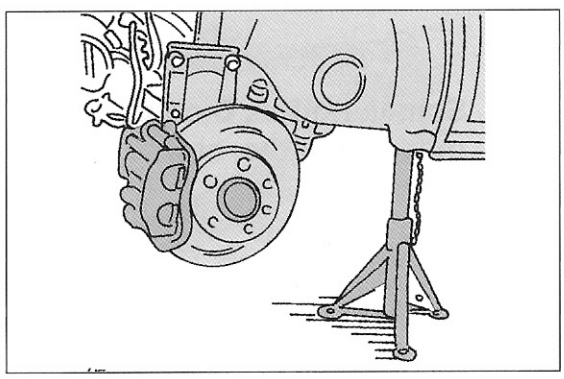

Bild 16
- Unterstellböcke werden an der Vorderseite unter die gleichen Stellen wie der Wagenheber untergesetzt. Um dies erfolgreich zu bewerkstelligen, muss man den Wagenheber unter der inneren Traverse untersetzen, um genügend Raum zum Unterstellen des Bocks zu haben. Ein richtig untergestellter Bock sitzt an der in Bild 16 gezeigten Stelle. Die zum Absichern benutzten Böcke sollten eine flache Auflagefläche haben. Falls man nur Böcke mit „V"-Auflage hat, muss man den Raum entsprechend füllen. Wichtig ist, dass die Außenkante der Böcke nicht abrutschen können. Die folgenden Anweisungen gelten zum Anheben der Rückseite des Fahrzeuges: